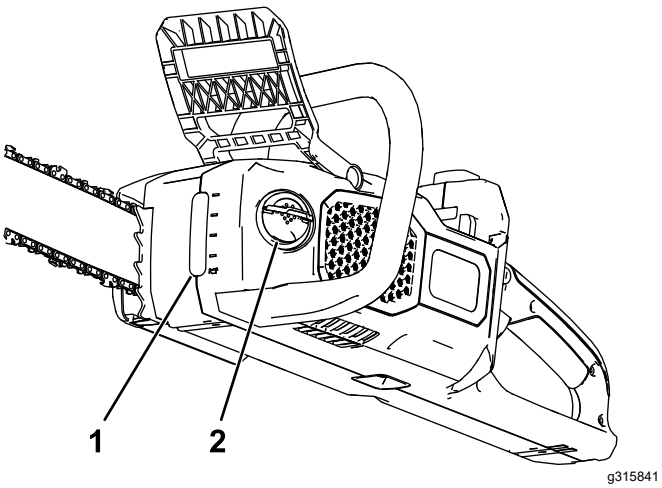

Figur 24
2. Kontrollér oliestanden i vinduet. Hvis olien ikke fylder vinduet, skal du påfylde savkædeolie efter behov (Figur 24).
4. Rengør området omkring oliedækslet (Figur 24).
5. Fold vingemøtriktappen på oliedækslet ud, fjern dækslet, og hæld savkædeolie i kædesaven, indtil tanken fyldes op (Figur 24).